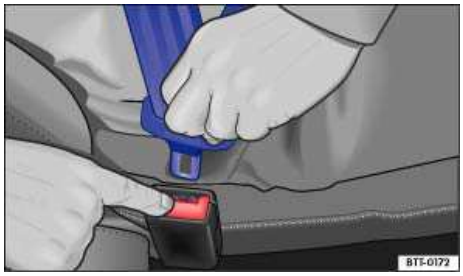

Fig. 61 Releasing the buckle tongue from the belt buckle.
- Press the red button on the buckle ⇒ fig. 61. The buckle tongue is ejected.